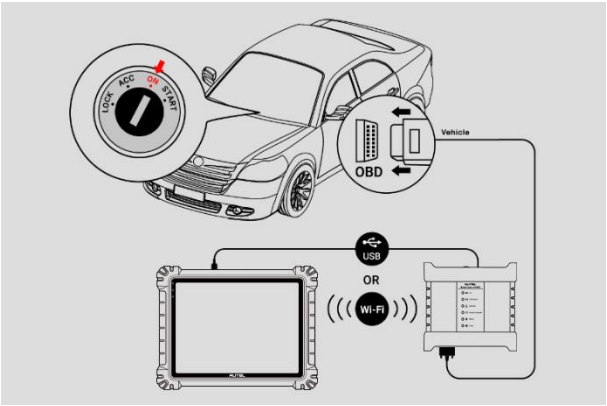

Figure 9-107 ***Schéma de connexion***
1. Veuillez vous référer au *Figure 9-107 Figure 9-107 Schéma de connexion*pour terminer la connexion, mettez le contact.